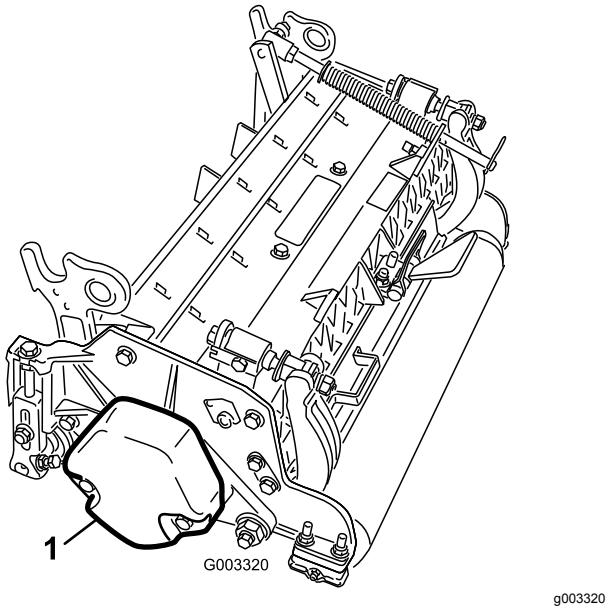

Figura 4
4. Certifique-se de que o contrapeso (Figura 4) está instalado na extremidade adequada da unidade de corte conforme descrito no *Manual do utilizador* das unidades de corte.